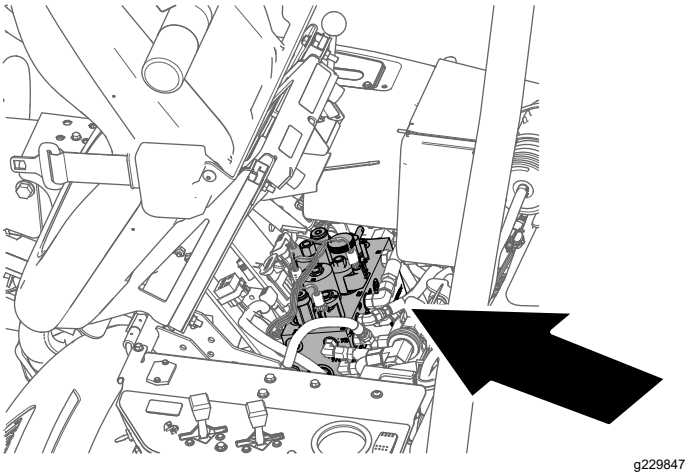

Figuur 54
2. Kantel de bestuurdersstoel naar voren en ondersteun hem met de steunstang (Figuur 54).